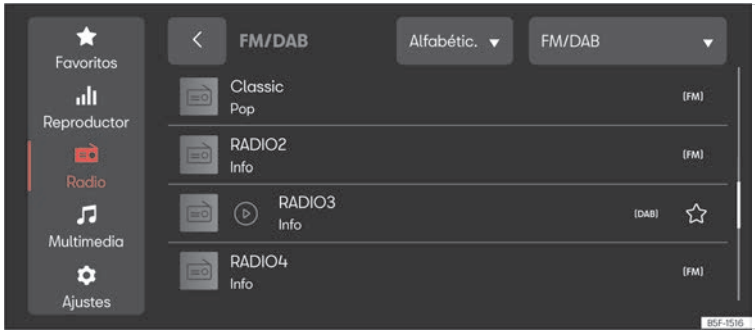

Fig. 182 Representación esquemática: Vista Radio.
- Pulse **MENU** > ⊳ > ››› fig. 182.